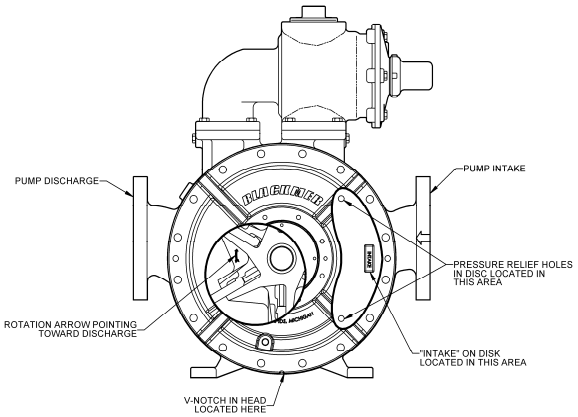

Figure 6
1. **LINER –** The liner (41) has a close fit with the casing (12); take care to avoid finger injury during installation.
a. Align and start the liner (41) and liner key (74) together into the pump casing (12). The word "INTAKE," which is cast into the liner, must be towards the intake side of the pump. **NOTE:** The intake port is marked with an inward facing arrow.
a. Place a disc (71) on the head (20 or 20A) with the counterbored screw holes facing up.
b. Position the disc so that **when the head is mounted** with the drain hole and V-notch down, the word "INTAKE" on the disc will be towards the intake side of the pump. The two disc holes must be in the 2 and 4 o'clock positions if the inlet is on the right (see Figure 6).
NOTE: When installing the rotor and shaft, the rotation arrow on the rotor must point in the direction of pump rotation-towards the discharge side of the pump when the arrow is positioned directly below the shaft. See Figure 6.